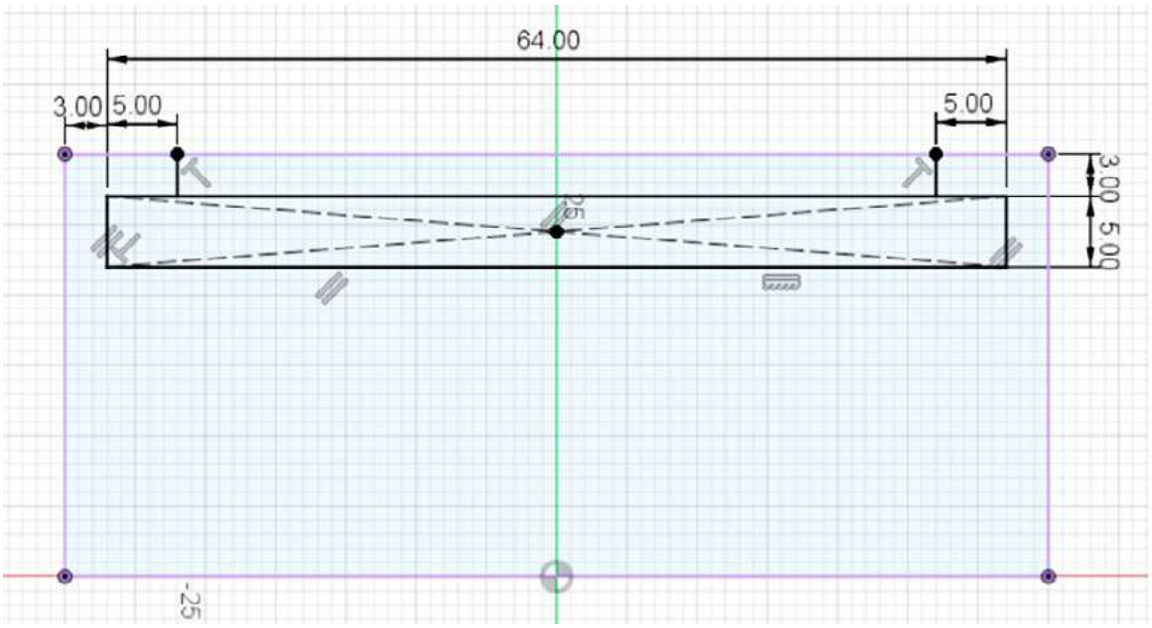

Рис. 15. Эскиз паза
7.2. Нарисуйте эскиз паза внутри корпуса (рис. 15). Завершите редактирование эскиза.